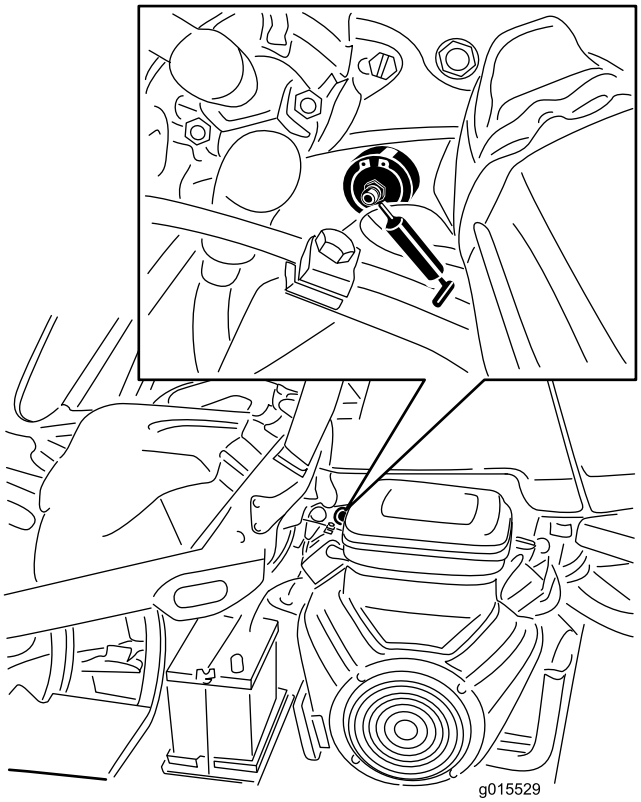

Figur 41
1. Tørk av smøreniplene slik at fremmedmateriale ikke kan komme inn i lagrene eller hylsene (Figur 41).